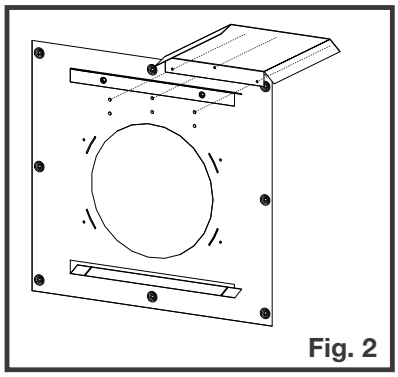

Fig. 2
2. Install one vent shield onto the standoff on one side of the firestop spacer **(Figure 2)**.